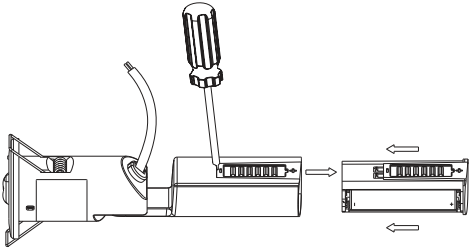
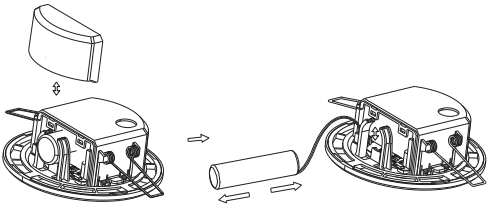

Рисунок 11 – Замена аккумуляторной батареи ДПА 060
Рисунок 12 – Замена аккумуляторной батареи ДПА 140
5.3 Замену аккумуляторной батареи производить следующим образом (рисунок 11, рисунок 12):